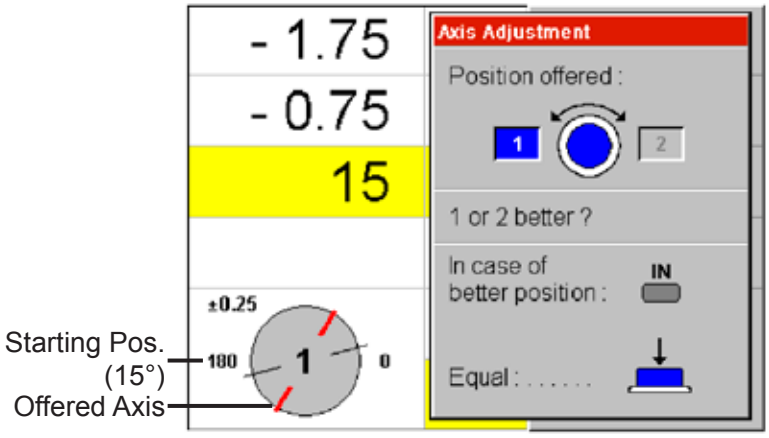

Figure IU-7, Axis Adjustment
1. Press X-CYL to set the Auto Phoroptor RS to cross cylinder mode. Refer to Figure IU-7.